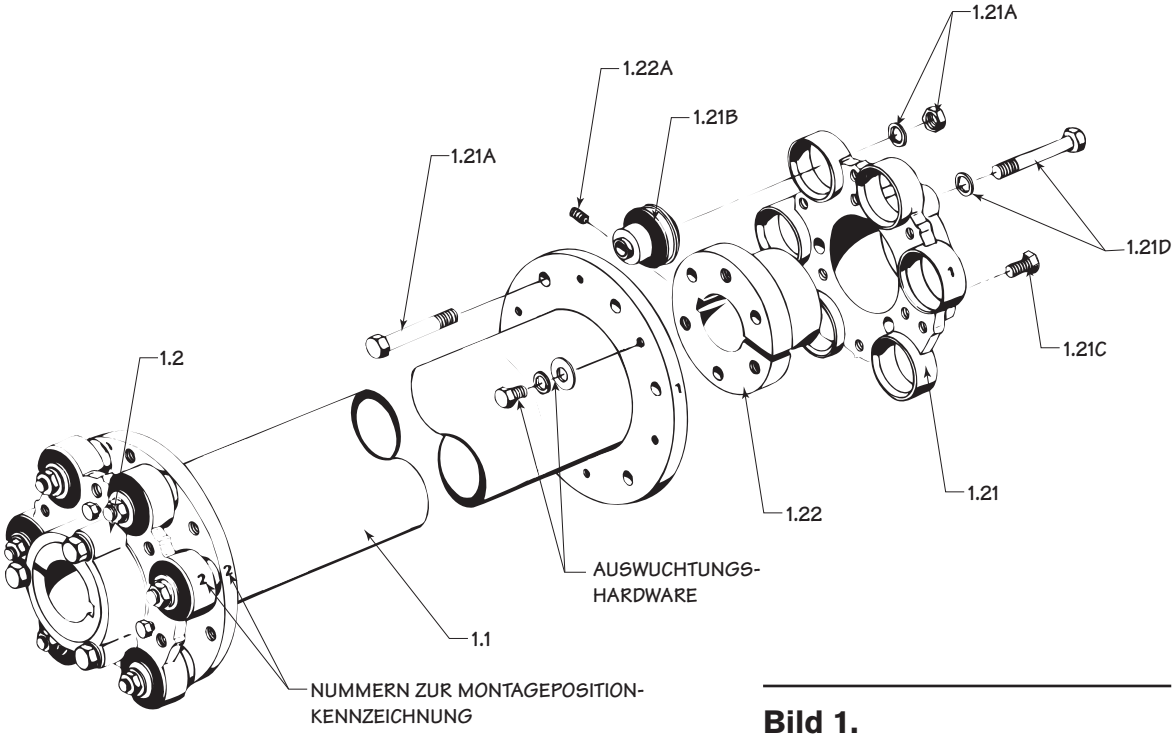

Bild 1.
Marley-Antriebswellen der Serie 301 und 400 bestehen aus einer Rohr-Baugruppe mit Motor und Geareducer®-Kopplungen. Die Antriebswellen sind dynamisch ausgewuchtet. Die Rohr- und Bügel-Flansche sind passend markiert. Siehe Bild 1. Verändern Sie während der Installation nicht die Montageposition und Zuordnung der passend markierten Komponenten. Die Antriebswellen möglicherweise ausgewuchtet werden, wenn Kupplungs-, Rohr- oder Bügel-Baugruppen ausgetauscht werden. Siehe Seite 8.
- Installieren Sie die sechs Maschinenschrauben durch die Flansch der Rohrbaugruppe in den Geareducer-Bügel, wie in Bild 1 gezeigt. Stellen Sie